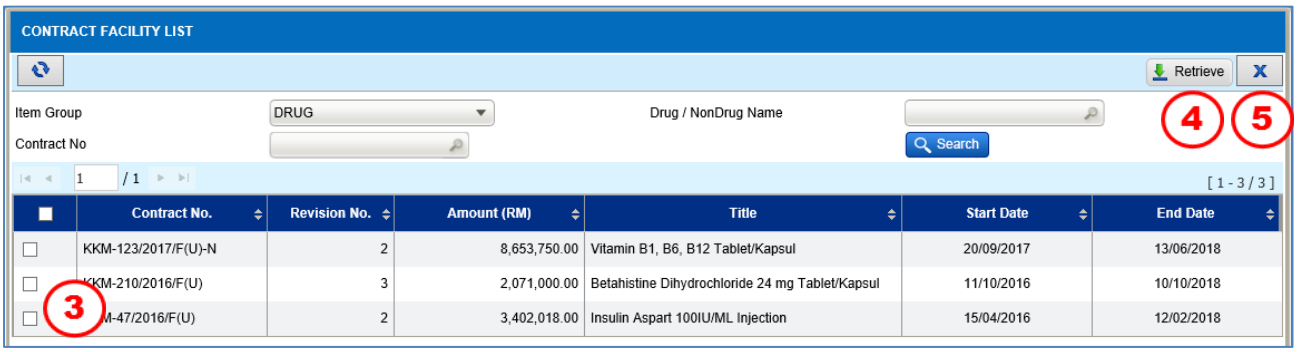

Figure 3.14.1-2 Contract Facility List
- *User can filter by Item Group, Drug/Non-Drug Name or Contract No according to Figure 3.14.1-2*